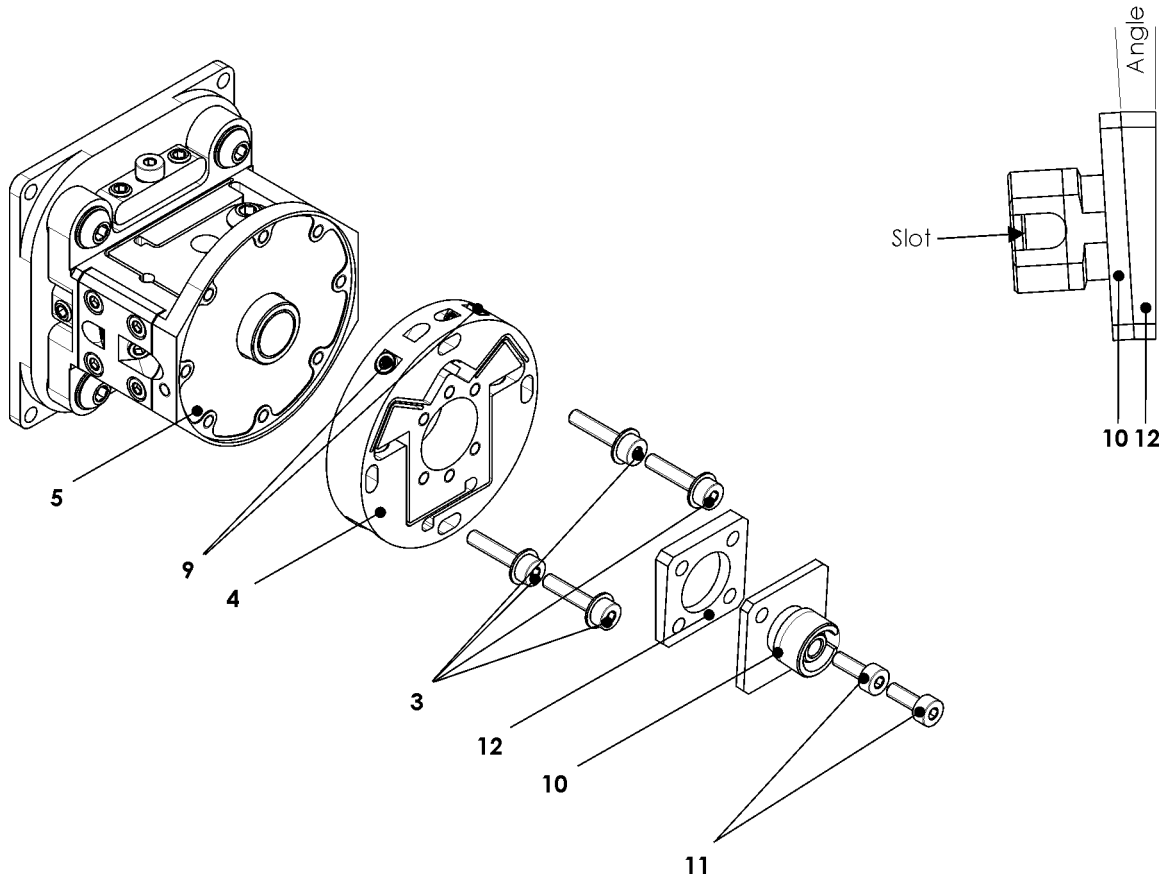

Figure 4 Mounting the Fiber Manipulator Plate
5. Fix the FMP (4) to the LMA (5) with the four screws and washers (3) so that the fiber alignment screws (9) are accessible.
NOTE !	**Fiber Adaptor (10) and Angle Plate (12) always have to be mounted as a sub-assembly in the orientation shown in Figure 4.** **For PM-fibers:** The slot of the fiber adaptor (10) has to be orientated to the polarization plane. Unscrew screws (11) in order to remove and rotate fiber adaptor (10) together with angle plate (12) if necessary. Fix with screws (11). **For PC-fibers:** Rotate fiber adaptor (10) depending on the laser polarization. The spacer plate (only on request) is manufactured for use with standard PC-fibers. **For APC-fibers:** Rotate fiber adaptor (10) together with angle plate (12) depending on the laser polarization and the fiber angle orientation. The supplied angle plate is manufactured for use with standard APC-fibers.
NOTE !	Fiber Adaptor (10) and Angle Plate (12) always have to be mounted as a sub-assembly in the orientation shown in Figure 4.